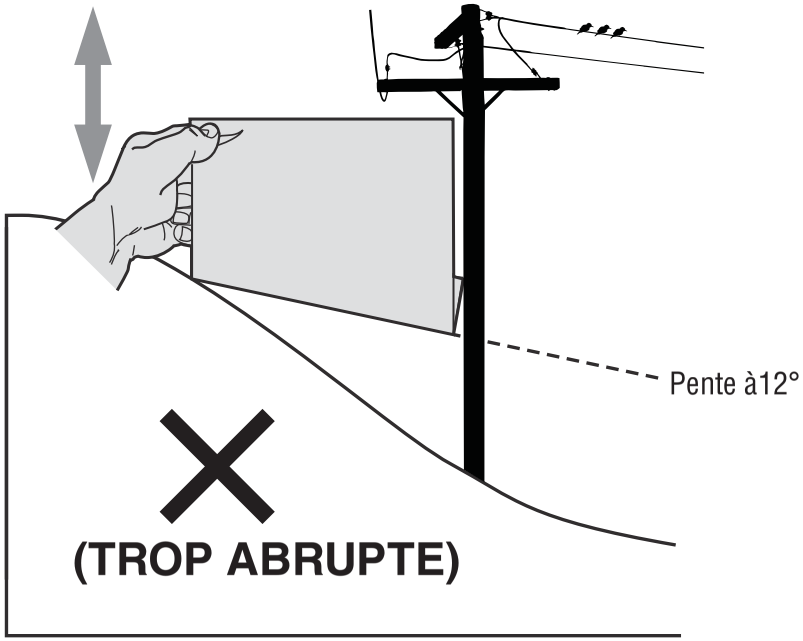

Figure 2
5. S'il y a un espace sous l'inclinomètre, la pente est trop abrupte pour y travailler en toute sécurité. (Voir la Figure 2 ci-dessus).